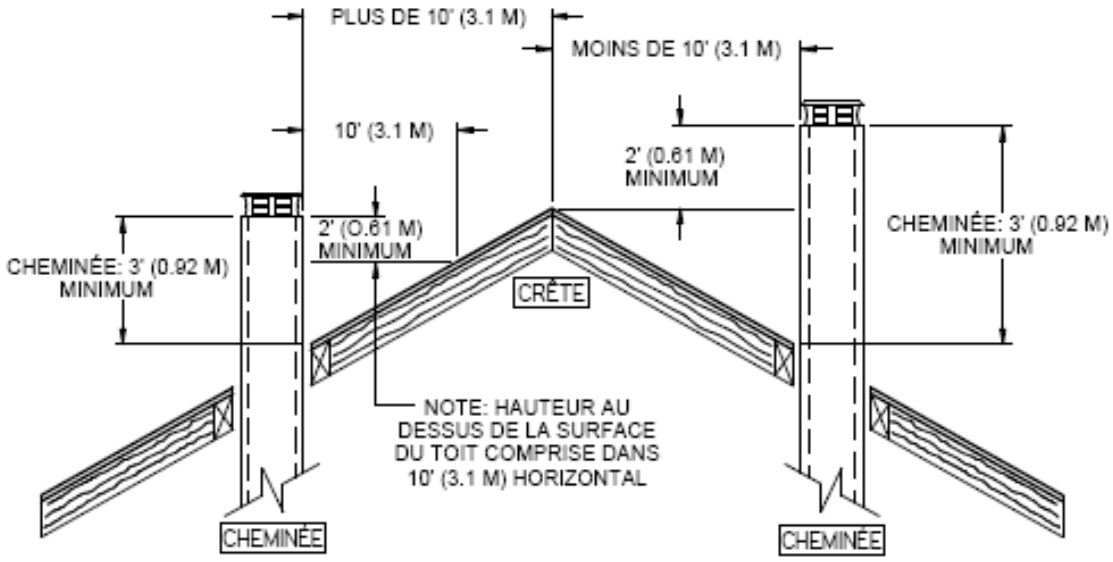

**Figure 30a**
6. La cheminée doit dépasser d'au moins 3 pieds (92 cm) au-dessus de son point de sortie du toit et d'au moins 2 pieds (61 cm) tout mur, toit ou édifice situé à moins de 10 pieds (3,1 m). Consultez les figures **Figure 30a et 30b** pour déterminer la configuration qui s'applique à votre toit (toit en pente ou plat et distance entre la cheminée et le point le plus élevé du toit et/ou la cheminée la plus proche.)